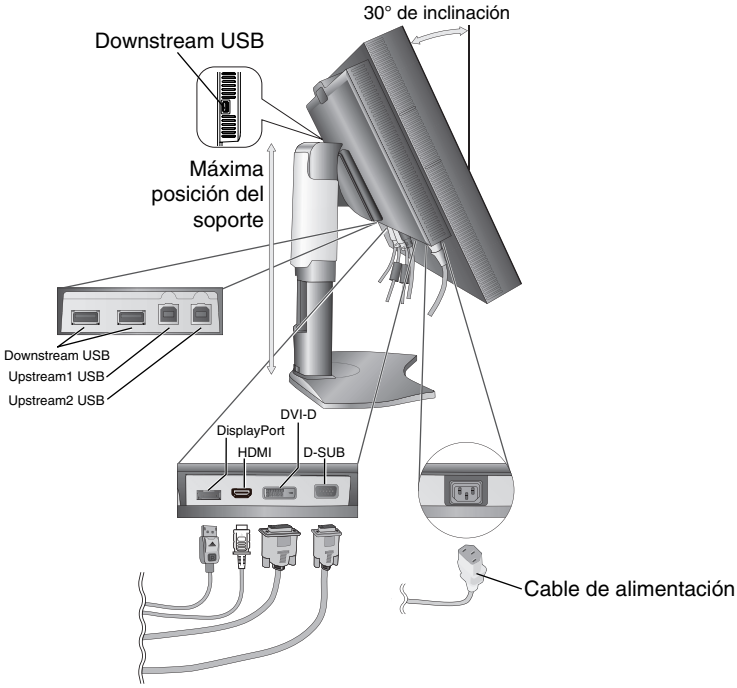
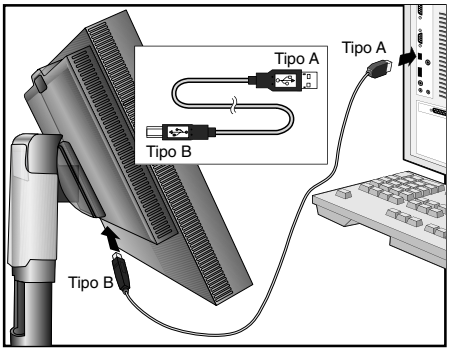

Figura C.1
Figura C.1a
4. Conecte todos los cables en los conectores correspondientes (**figura C.1**). Al utilizar el cable USB, conecte el conector del tipo B al puerto USB de upstream en la parte trasera derecha del monitor y el conector del tipo A al puerto de downstream del ordenador (**figura C.1a**). Si está utilizando el cable de un dispositivo USB, conéctelo a uno de los puertos downstream del monitor.